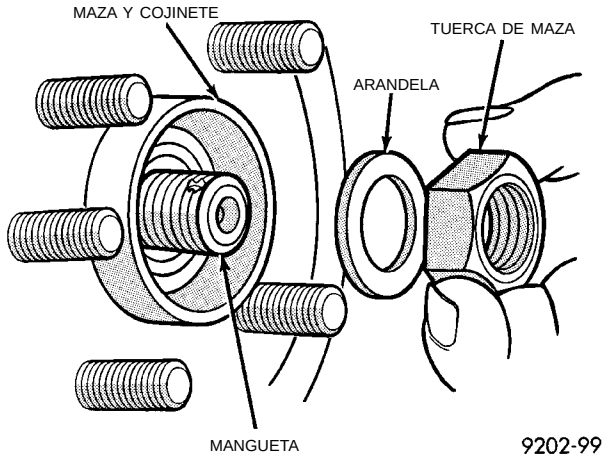
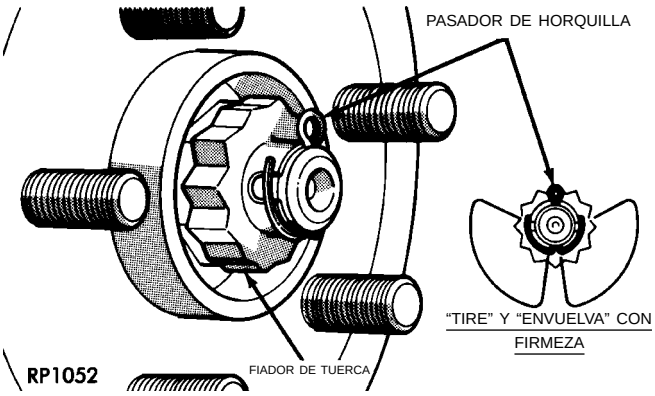

Fig. 23 Instalación de la tuerca de maza delantera a la mangueta
Fig. 24 Instalación de la arandela de muelle, fiador de la tuerca y pasador de horquilla
(12) Limpie toda materia extraña de las roscas de la mangueta de la junta homocinética externa. Instale la tuerca de maza en las roscas de la mangueta y apriétela (Fig. 23).
(13) Con los frenos del vehículo aplicados para evitar que gire el semieje, apriete la tuerca de maza con una torsión de 183 N·m (135 libras pie).
(14) Instale la arandela de muelle, el fiador de la tuerca y el pasador de horquilla en el extremo de la mangueta de la junta homocinética externa (Fig. 24).
(15) Instale el conjunto de rueda y neumático delanteros. Coloque las tuercas de orejeta de la rueda delantera y apriételas con una torsión de 135 N·m (100 libras pie).